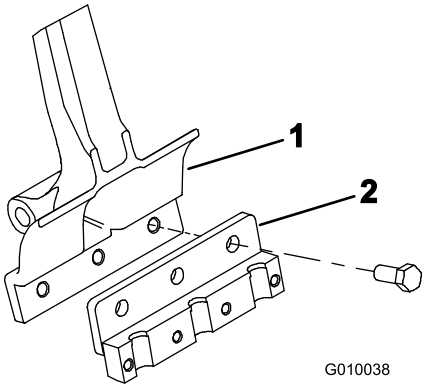

**Figuur 22**
2. Monteer een tandhouder op elke arm met behulp van 3 bouten (1/2 x 1-1/4 inch) (Figuur 22). Draai de bout vast tot 101,6 Nm.